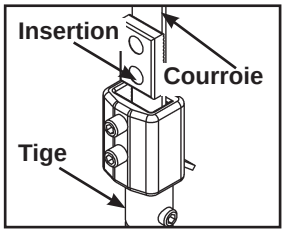
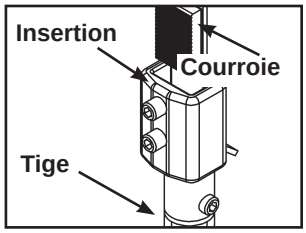

Figure 2A
Figure 2B
D. Vérifier que la courroie et l'insection sont installées correctement (vor la Figure 2A). ***REMARQUE :*** *Ne pas installer l'insertion à l'envers (voir la Figure 2B).*